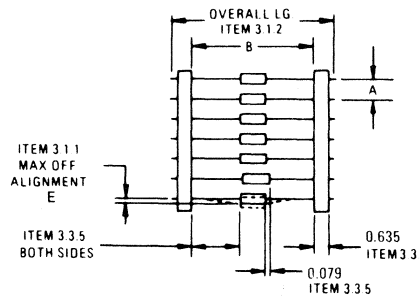

FIGURE 2 – COMPONENT SPACING
3.1.1. Component leads shall not be bent beyond dimension E from their nominal position. See Figure 2.
3.1.2. The "C" dimension shall be governed by the overall length of the reel packaged component. The distance between flanges shall be 0.318 cm to 0.635 cm greater than the overall component length. See Figures 2 and 3.
3.3.2. Component leads shall be positioned perpendicularly between pairs of 0.635 cm tape. See Figure 2.
3.3.5. A row of components must be centered between the tapes ±0.119 cm. In addition, individual components may deviate from center of component row ±0.079 cm. See Figure 2.